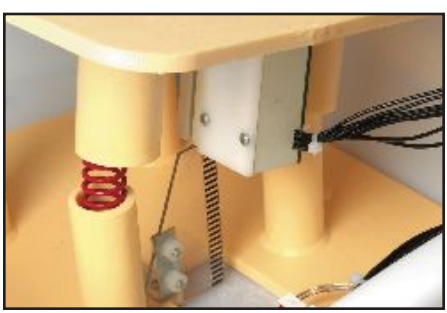

Figure 4
3. Check inside chest cavity to see if electronic bar reader assembly is in proper vertical alignment. ***(See figure 4.)***